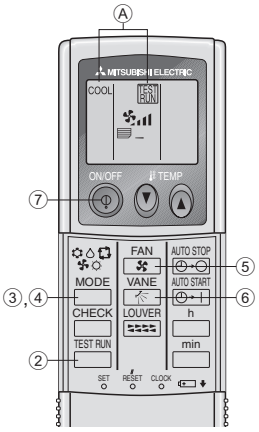

Fig. 7-2
7.2.2. Utilisation de la télécommande sans fil (Fig. 7-2)
① Mettre l'appareil sous tension au moins 12 heures avant l'essai de fonctionnement.
② Appuyer sur le bouton [TEST RUN] deux fois sans le relâcher.